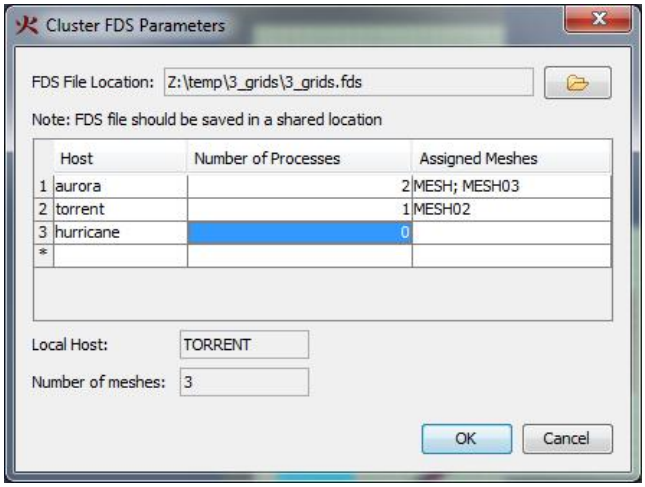

图19:18 集群FDS参数对话框
- 要在PyroSim中启动集群模拟，在“分析”菜单上，单击“运行FDS集群”...或单击“运行FDS...”按钮旁边的向下箭头，然后选择“运行FDS集群”。这将启动集群FDS参数对话框，如图19:18所示。